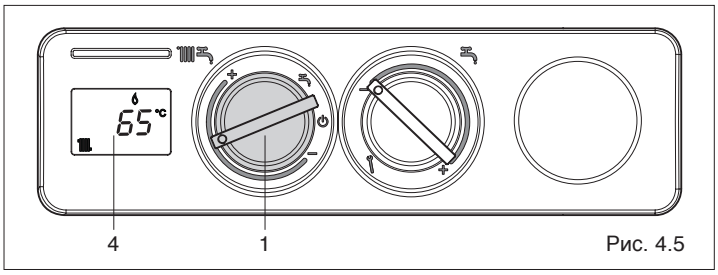
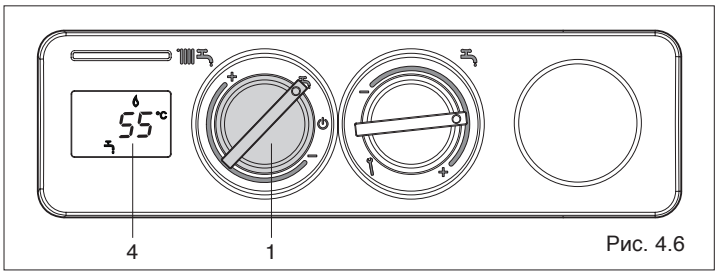

Рис. 4.5
Рис. 4.6
- **Режим «Зима»:** установите переключатель функций (1, Рис. 4.5) внутри зоны, обозначенной знаками + и – , если вы хотите, чтобы котёл работал на отопление и на ГВС. Приоритет будет у функции ГВС. При запросе на нагрев воды в бойлере на дисплее (4, Рис. 4.5) отобразится температура воды в бойлере, значок работы в режиме ГВС и значок пламени. При запросе тепла для контура отопления котёл включится, на дисплее (4, Рис. 4.6) отобразится температура воды в контуре отопления, значок работы в режиме отопления и значок пламени. Если на дисплее появится значок и код аварии, значит, котёл находится в режиме временной остановки (смотри главу "Режим работы котла и неисправности").
- **Режим «Лето»:** при повороте переключателя на символ (1, Рис. 4.6) включится летний режим работы котла (только ГВС). Котёл будет находиться в режиме ожидания до тех пор, пока не поступит запрос на нагрев воды в бойлере, тогда горелка разожжётся, а на дисплее (4, Рис. 4.6) отобразится температура воды ГВС, значок работы в режиме ГВС и значок пламени. Котёл будет работать до тех пор, пока не будет достигнута заданная температура. После этого он снова перейдёт в режим ожидания “stand-by”.